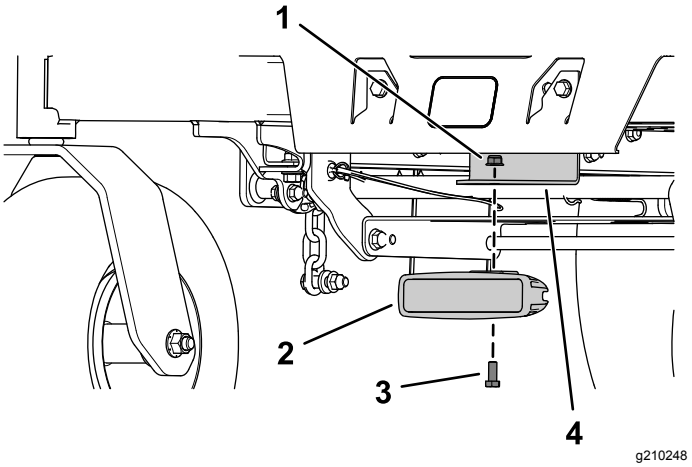

Figuur 4
4. Bevestig de ledlamp aan de beugel van het voorlicht; gebruik hierbij een zeskantbout (5/16" x ¾") en een flensmoer (5/16") zoals wordt getoond in Figuur 4.